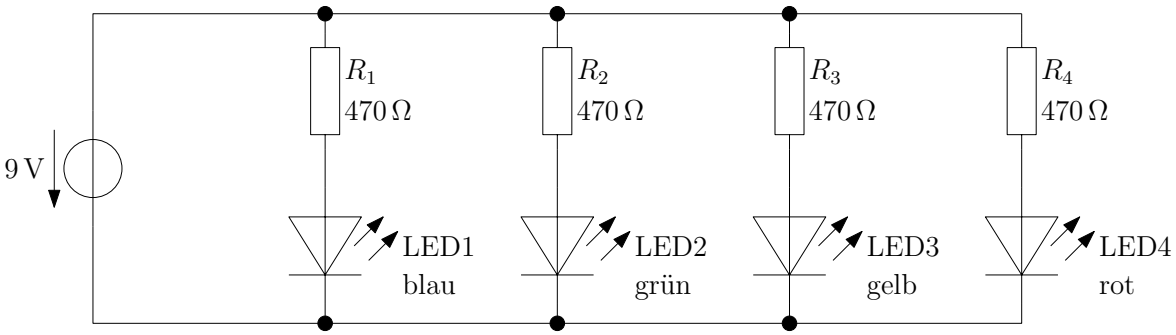

Abbildung 2.11: Experiment – Parallelschaltung von LEDs
**Versuchsaufbau und -durchführung** Bauen Sie die Schaltung nach Abb. 2.11 auf. Achten Sie auf die Farben der LEDs.